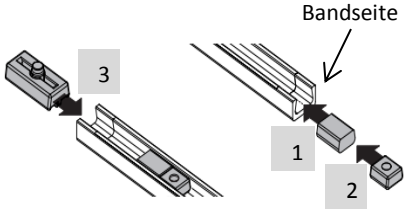

Bild 5
- Einführung des Dämpfungsklotzes(1), des Stoppers (2) und des Gleiters (3) in die Gleitschiene (sh. Bild 5)